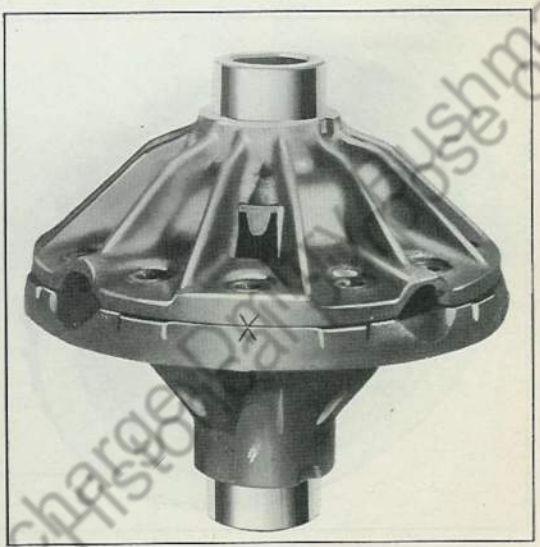

Fig. 10 Mark Differential Case Before Disassembling
3. Before separating the two halves of the case be sure it is marked as shown in Fig. 10 so that the two halves may be replaced in original position.
5. Place differential case cover (14) on case (20) over guide pins, being certain that marks on case and cover are aligned, as shown in Fig. 10.
8. Replace side bearing inner races (13) on each side of case, using special driver J-1488.